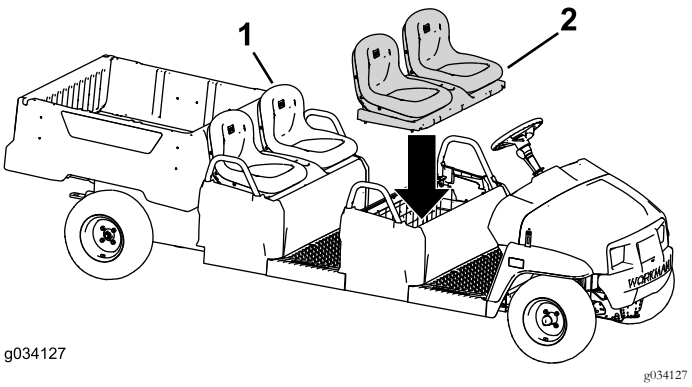

Рисунок 52
2. Установите ранее снятое с машины сиденье в сборе на задний ряд (Рисунок 52).
3. Установите сиденье в сборе на передний ряд (Рисунок 52).